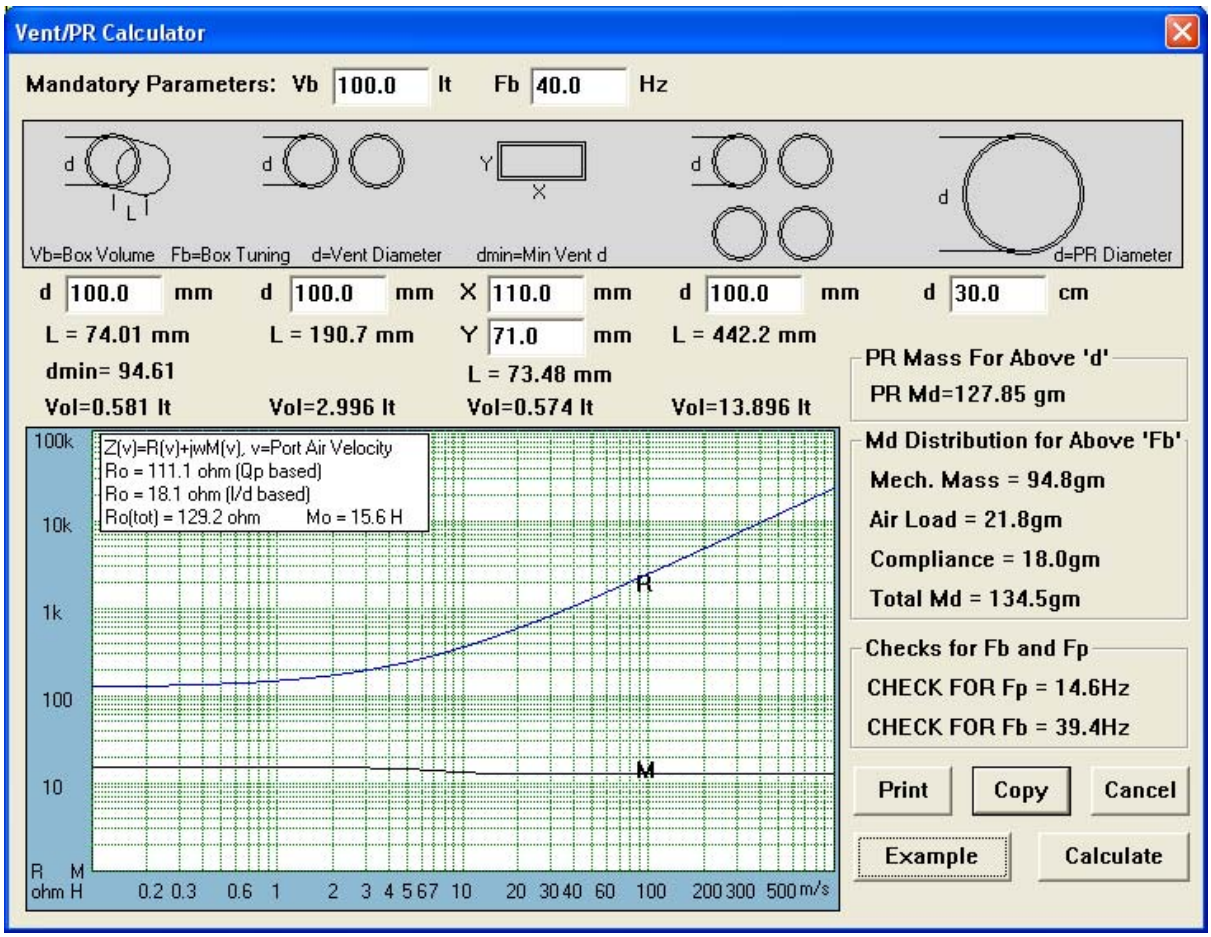

Figure 4.6 Vent Calculator
The Vent Calculator (see Fig 4.6) can be selected from the main menu. It requires four parameters: box volume (Vb), box tuning frequency (Fb), the internal diameter of the vent (Dia) and XY dimensions of the rectangular vent. When the "Calculate" button is pressed, the length of the vent is calculated. Additionally, if the edited driver file had been loaded, minimum vent diameter (Dmin) and port occupied volume (Vol) are calculated for a given driver. The Dmin parameter relates to the effective cone area of the driver, so you need to provide this data first. A hard copy of the calculations can be obtained by pressing the "Print" button from the Calculator dialogue box and "Copy" function works the same as for the main screen.
The Enclosure Shapes Calculator (see Fig 4.6) can be accessed from the main menu as well. It requires two mandatory parameters: (1) rear enclosure volume and (2) front enclosure volume - if used. Also, before you press “Calculate” button, the length of one of the sides must be entered to give the program a starting point. If you disagree with the second and/or third dimension calculated by the program, please enter your own value into the second dimension data field and press “Calculate” button. The program will accept your number and will recalculate the third dimension.